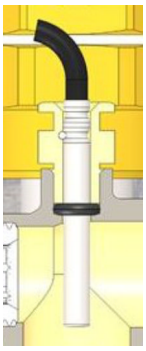

Rys. 32: Poluzowanie czujnika temperatury
3. Aby usunąć czujnik temperatury (Rys. 32), należy poluzować połączenie śrubowe M10.